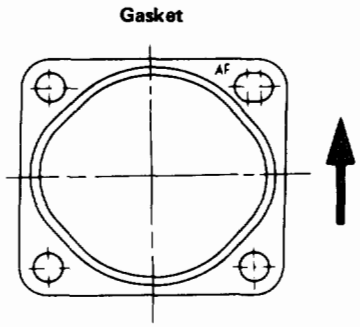

Fig. 6F-8
1. Be sure to install the new gaskets between three way catalytic converter and exhaust pipes with the stamped "U" "AF" mark facing upwards (Fig. 6F-8).